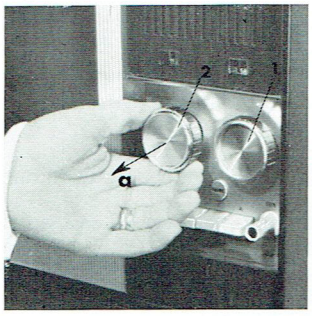

fig. 11
1° Retirer le bouton de commande du sélecteur UHF (1) (fig. 11) par extraction (il n'y a pas de vis de serrage).
2° Retirer le bouton de commande du sélecteur VHF (2) (fig. 11) en procédant comme suit : avec la main gauche, exercer une traction vers l'extérieur sur l'ensemble du bouton (a), maintenir en cette position le bouton central de la main droite et repousser la couronne de la main gauche, bien à fond; la maintenir dans cette position pour dégager les ergots et dévisser le bouton central, en tournant dans le sens inverse des aiguilles d'une montre.